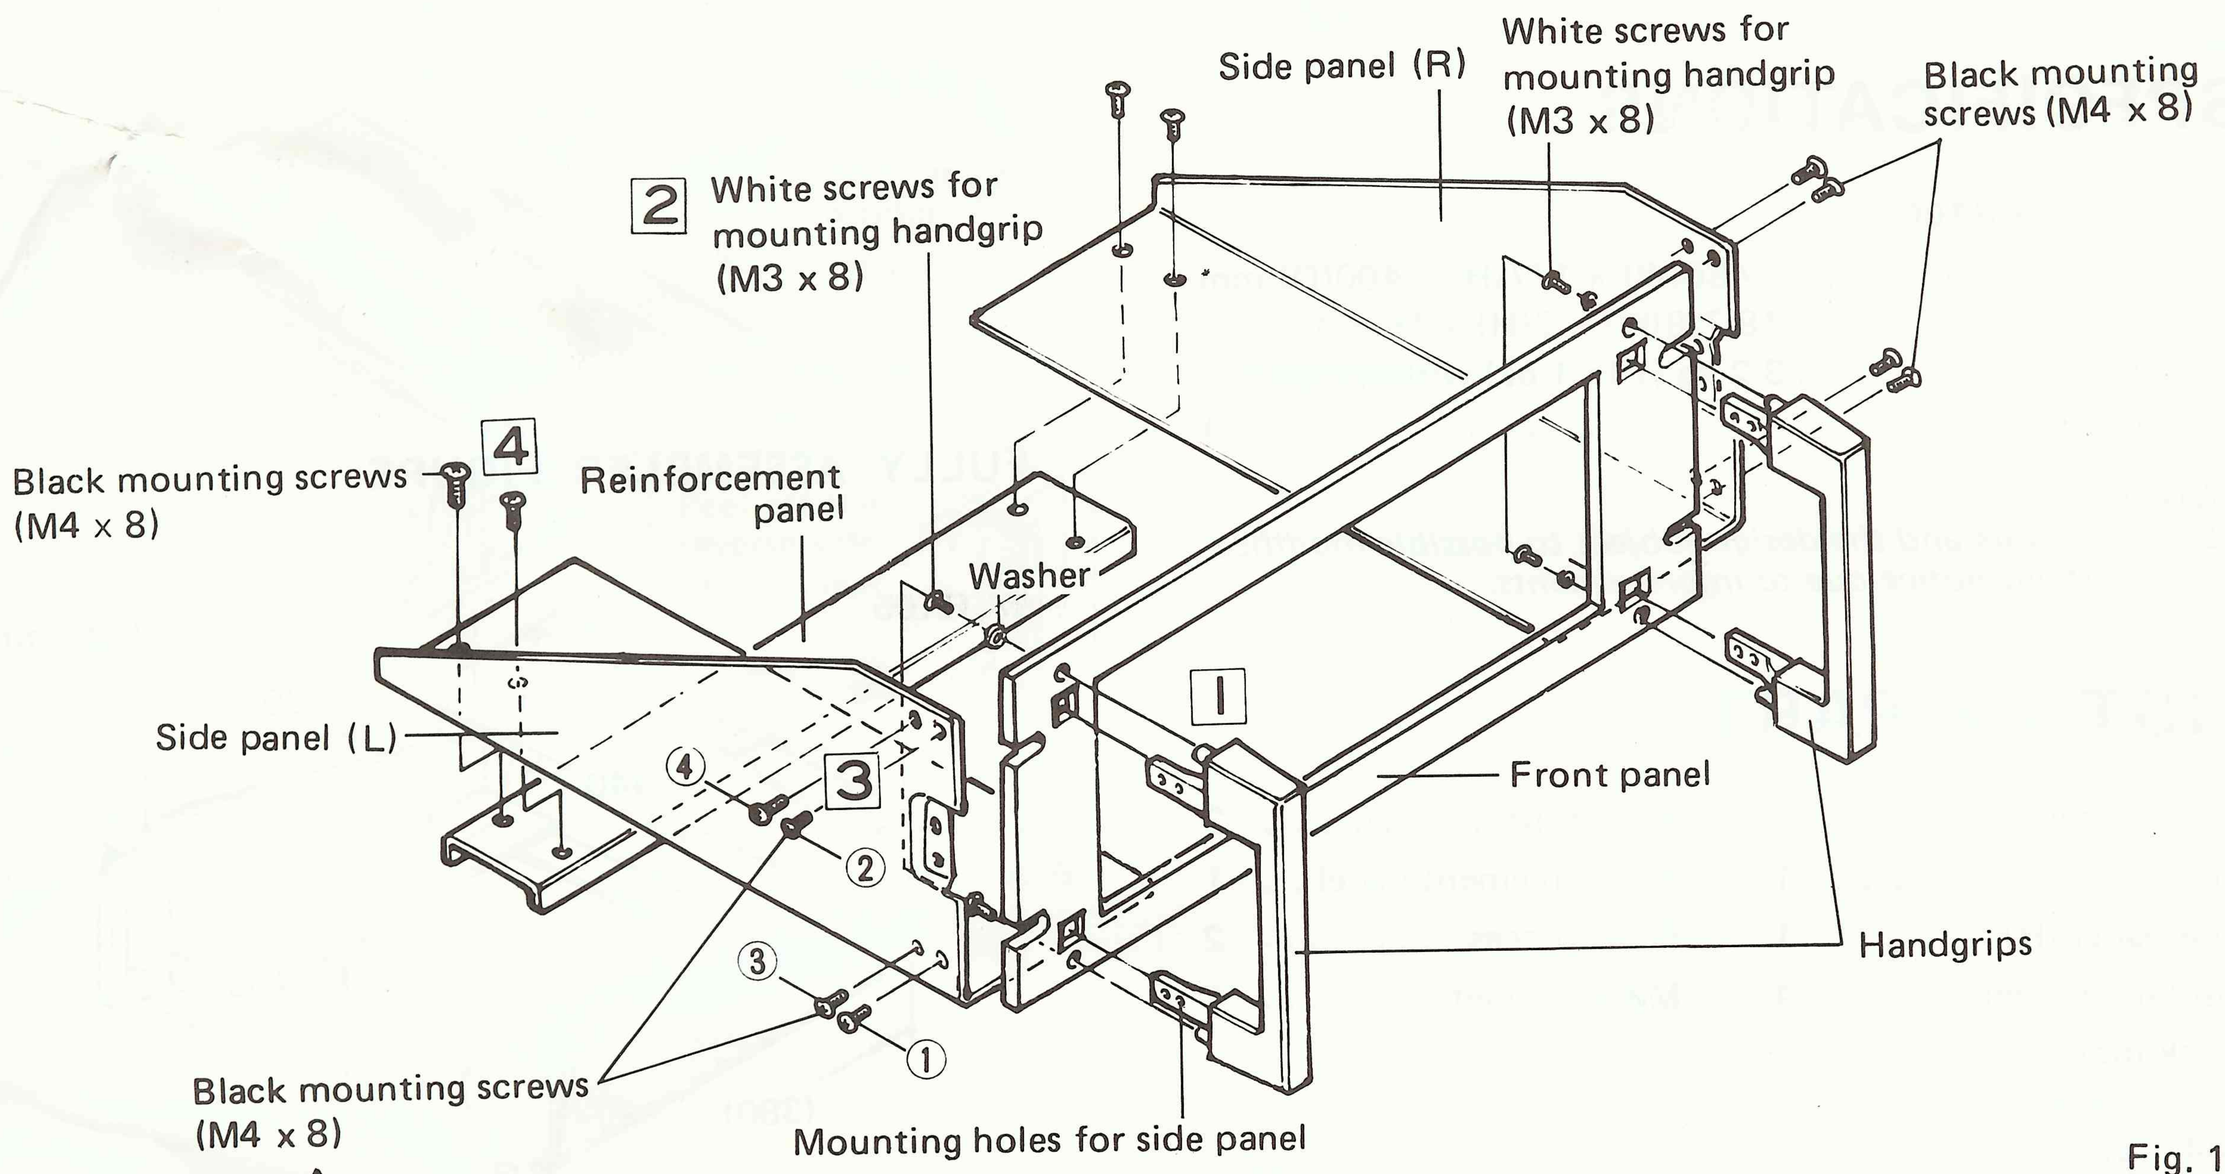

Fig. 1
2. Using the four screws (M3 x 8) for mounting the handgrips and the four washers, secure the handgrips to the front panel from behind (Fig. 1).
3. Next, align the left(L) side panel with the side panels of the handgrips and, insert the four mounting screws (M4 x 8) into the mounting holes on the handgrips' side panels and secure. Then secure the right(R) side panel in the same way.